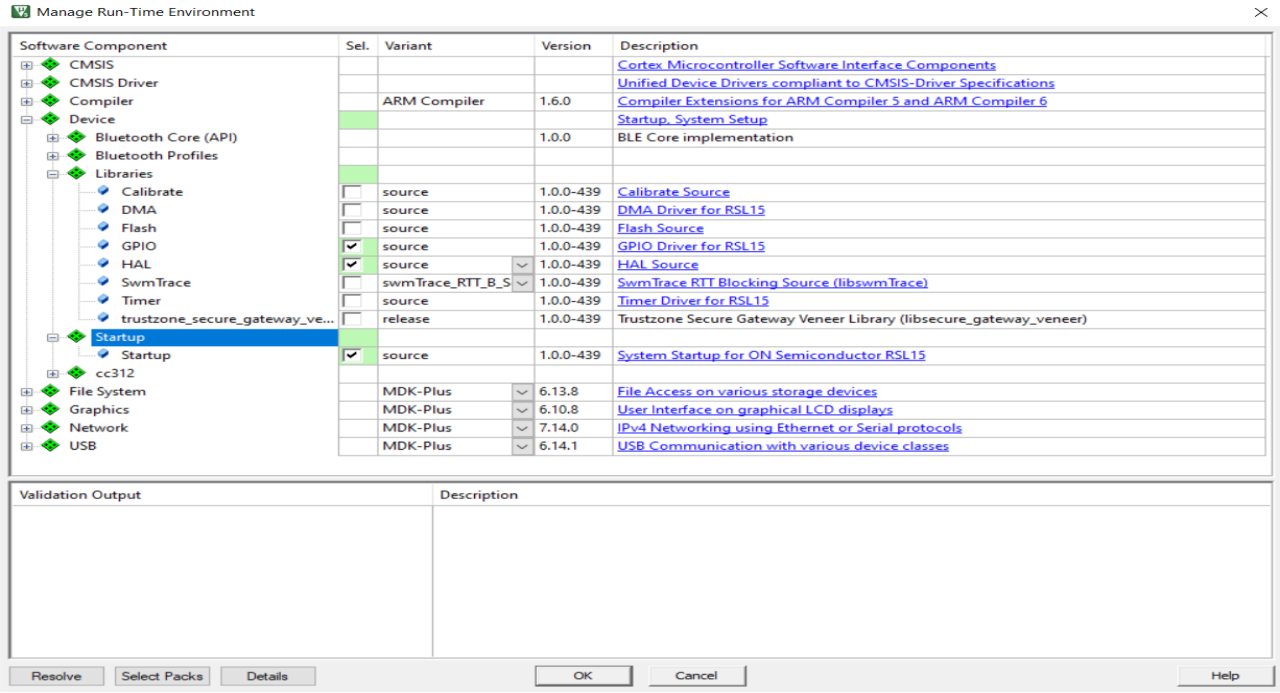

Figure 50. Keil µVision Run-TIme Environment
2. Next, select the software component you are interested in (such as the Startup component chosen in the "Keil µVision Run-TIme Environment" figure (Figure 50)).